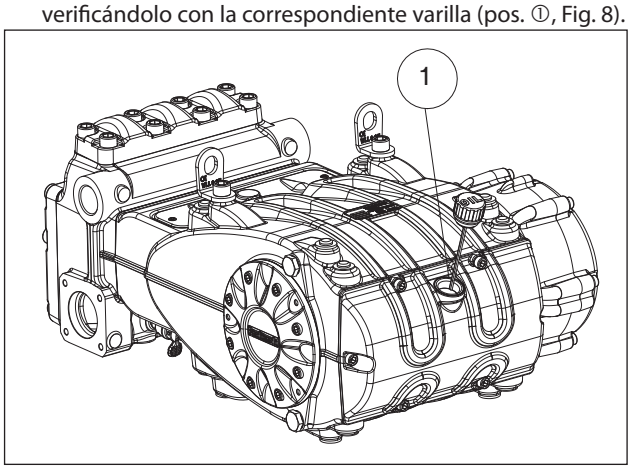

Fig. 8
5. El aceite en el cárter de la bomba alcance el nivel previsto, verificándolo con la correspondiente varilla (pos. ①, Fig. 8).